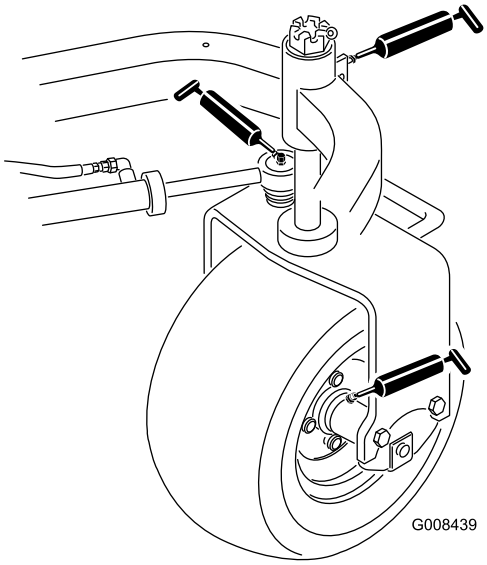

Figur 33
- Bakre hjulnav (ett) (Figur 33)
- Styrehjulslager (ett) (Figur 33)
- Styresylinder (to) (Figur 33)